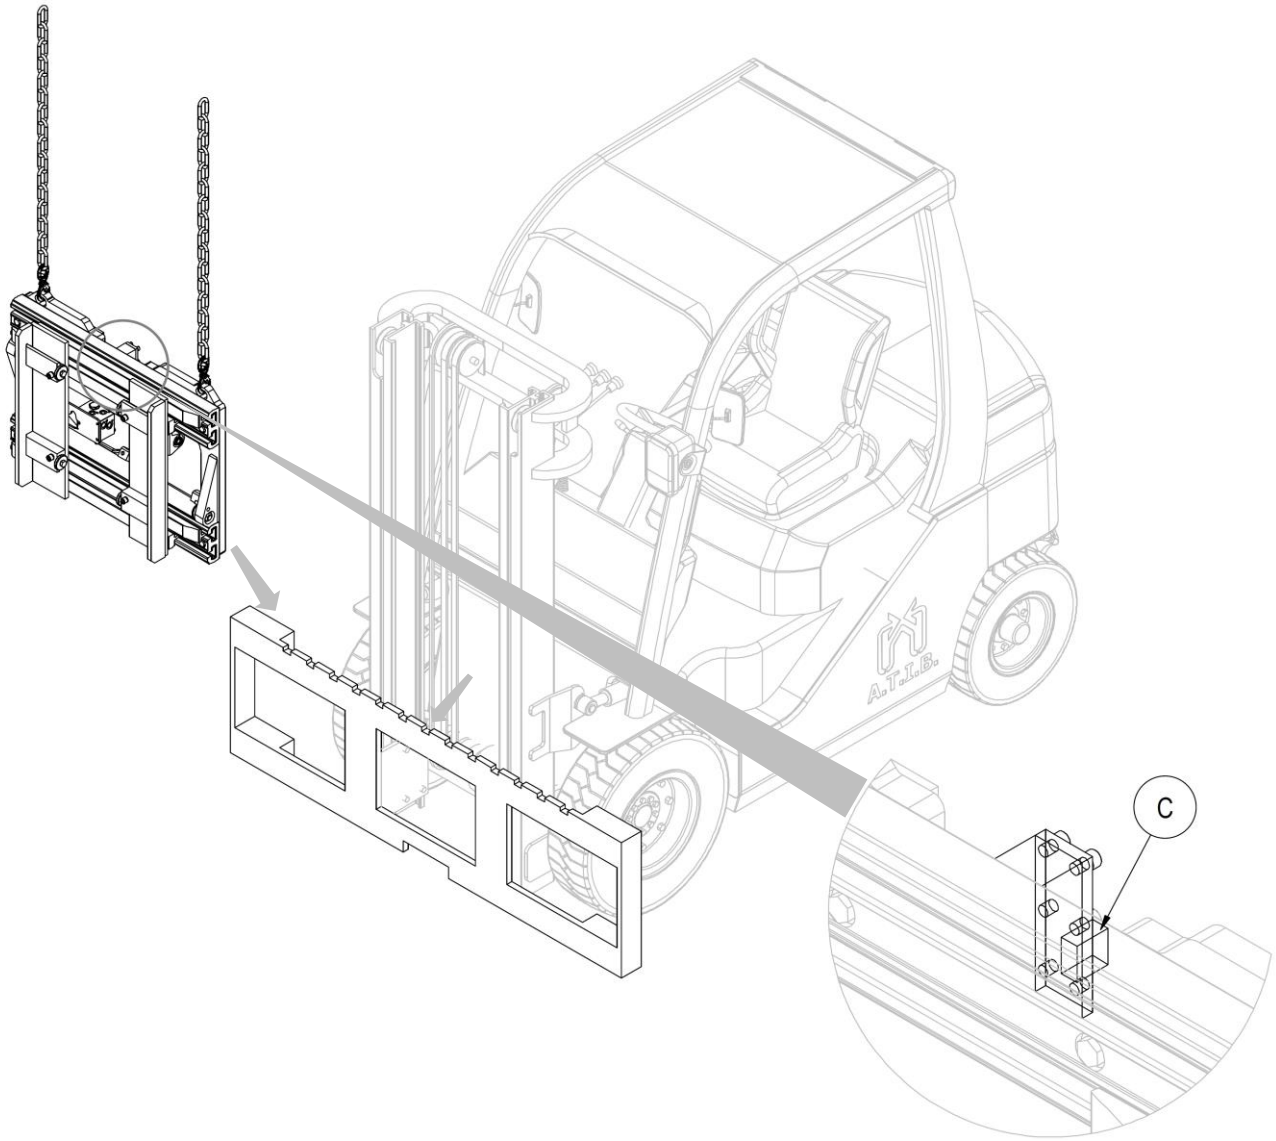

Figura 3
6. Enganche el equipo desde el punto de agarre superiory con un puente grúa colóquelo en la placa porta horquillas, teniendo quidado de encajar el diente de centrado **C** en la muesca central de la placa (mira *Figura 3*).